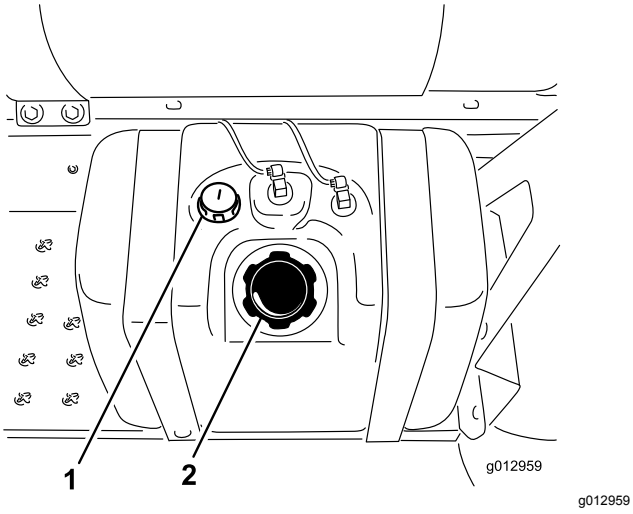

Figura 20
3. Limpie la zona alrededor del tapón del depósito de combustible (Figura 20).